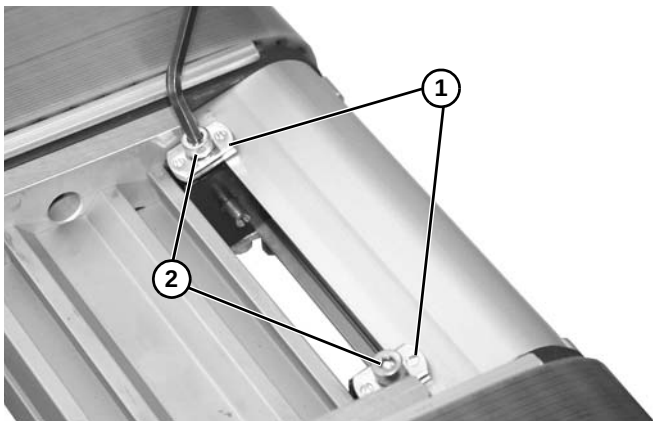

Figure 32
13. Fixer les deux plaques protectrices avec des écrous à souder **(Figure 32, élément 1)** et visser **(Figure 32, élément 2)** sur les deux côtés de l'ensemble. Répéter sur la partie inférieure.
14. Serrer la vis **(Figure 32, élément 2)**.